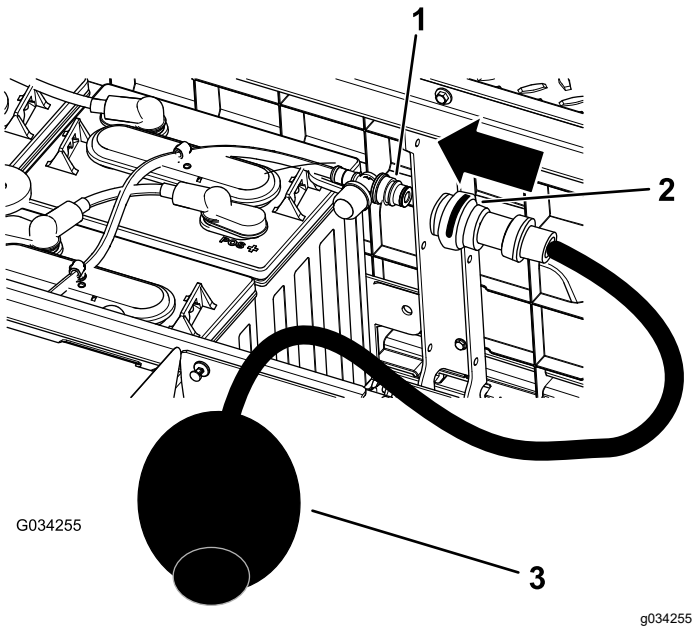

Figur 41
4. Tilslut Toros vandhåndpumpe til vandfyldningsporten (Figur 41).